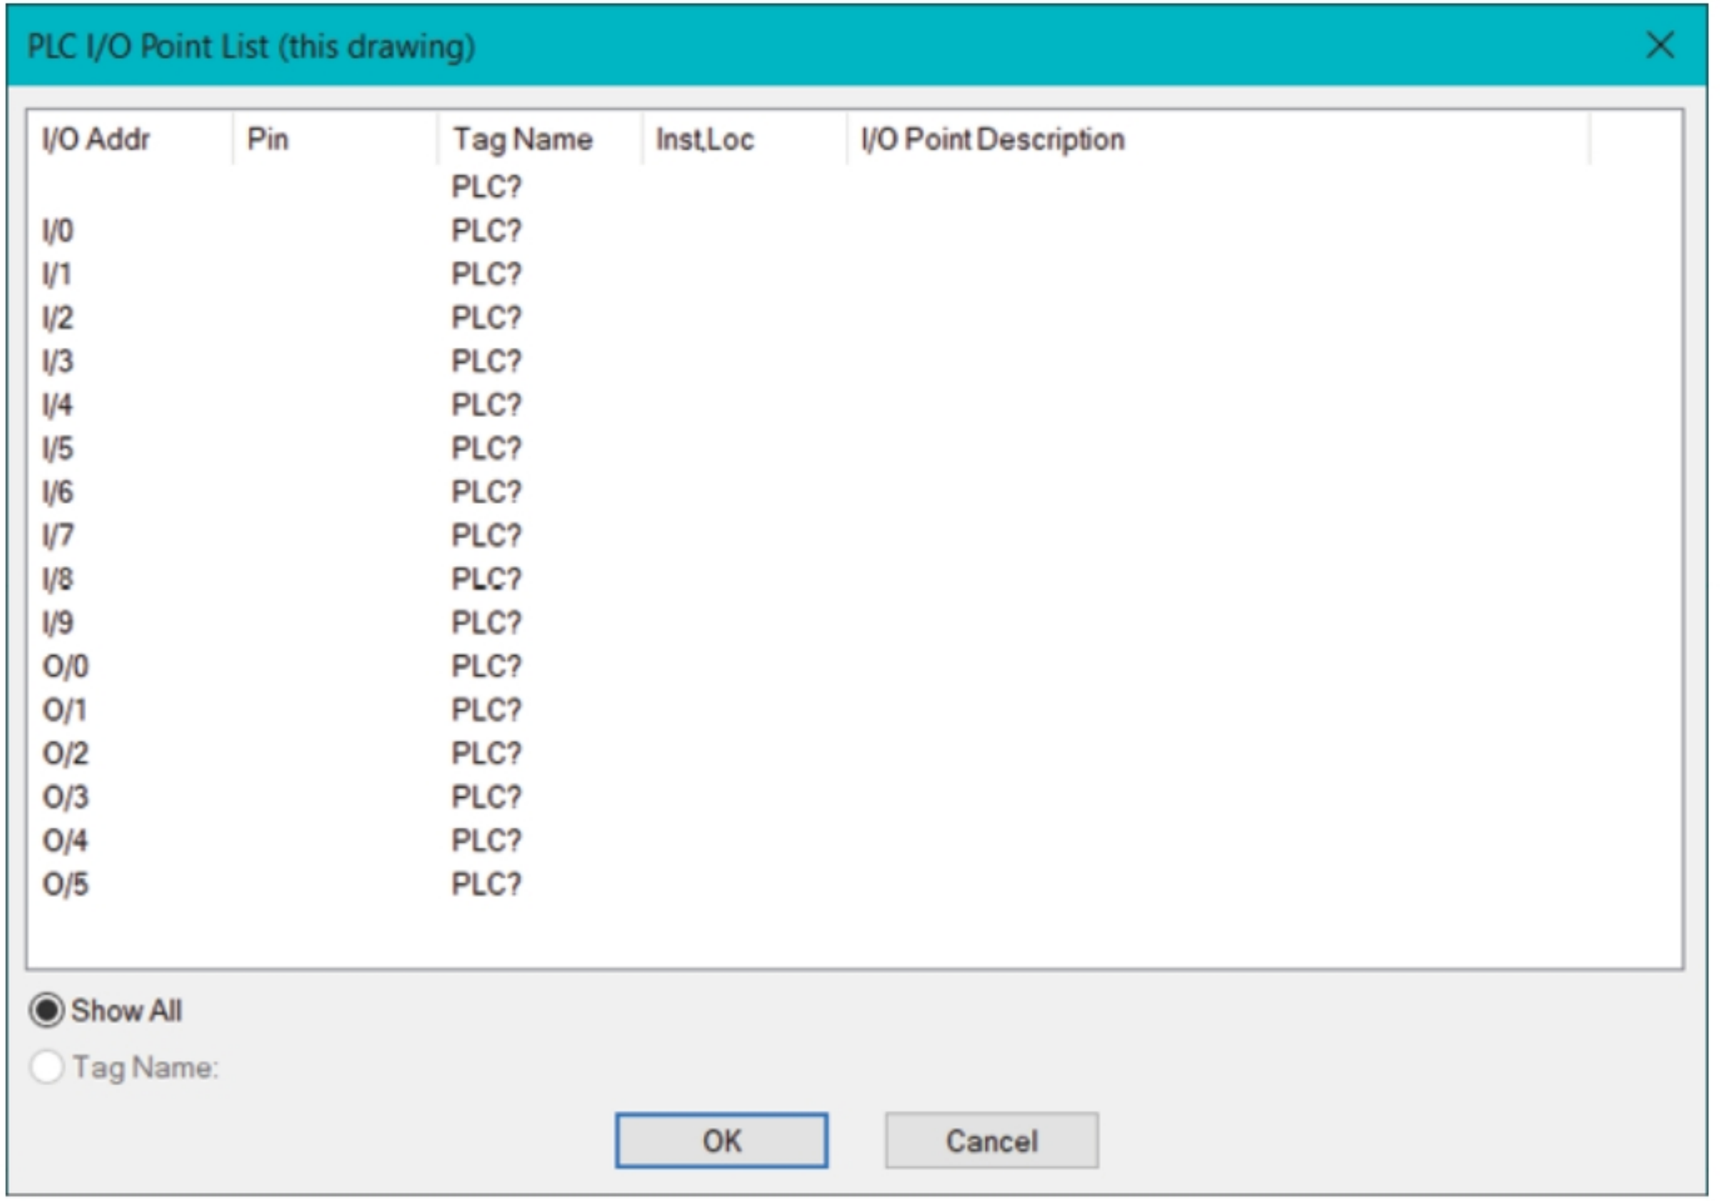

Figure-12. PLC IO Point List dialog box
- Click on the **Drawing** button to display all the PLC connections available in current drawing. The **PLC I/O Point List (this drawing)** dialog box will be displayed; refer to Figure-12 if there is a PLC in drawing. Similarly, you can select the **Project**